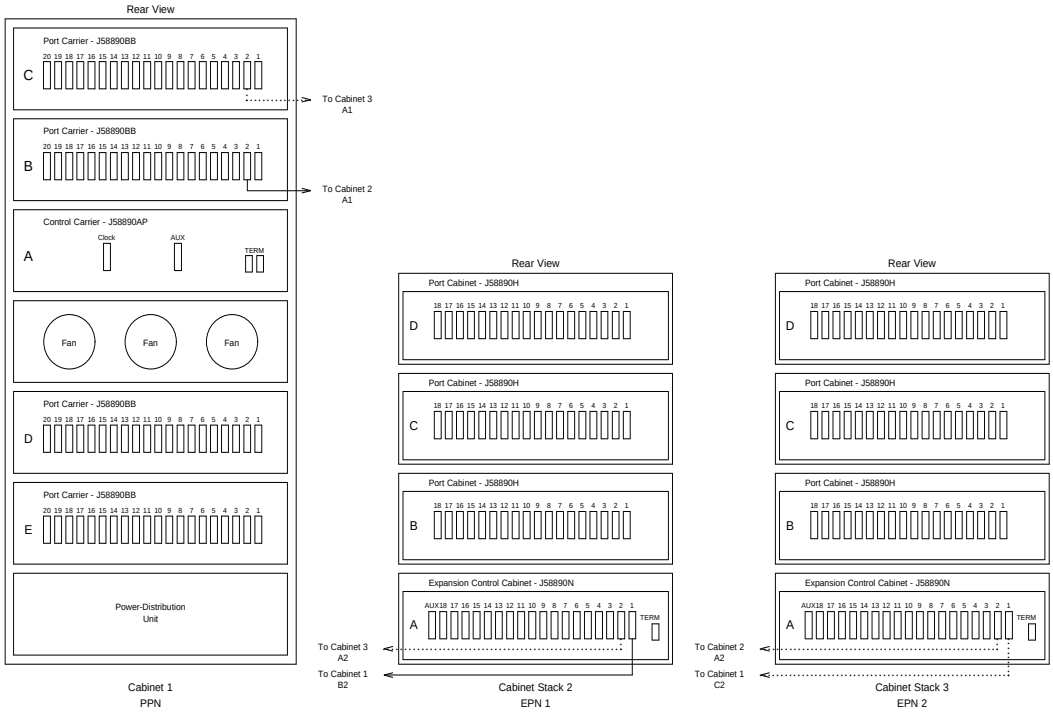
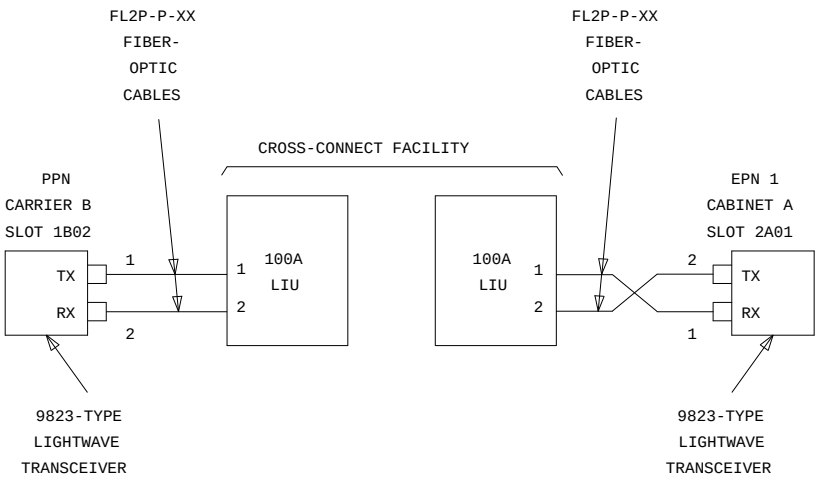
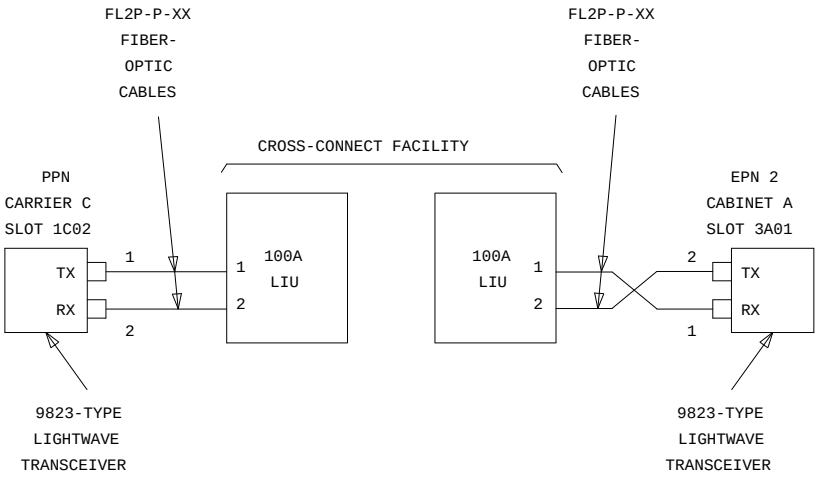

Figure 7-15. Standard-Reliability G3r V4 with Two or Three Port Networks
Figure 7-16. Fiber-Optic Connections PPN to EPN1
Figure 7-17. Fiber-Optic Connections PPN to EPN2
1. Behind port carrier B of the multicarrier PPN (Figure 7-15, Figure 7-16, Figure 7-16, and Figure 7-17):